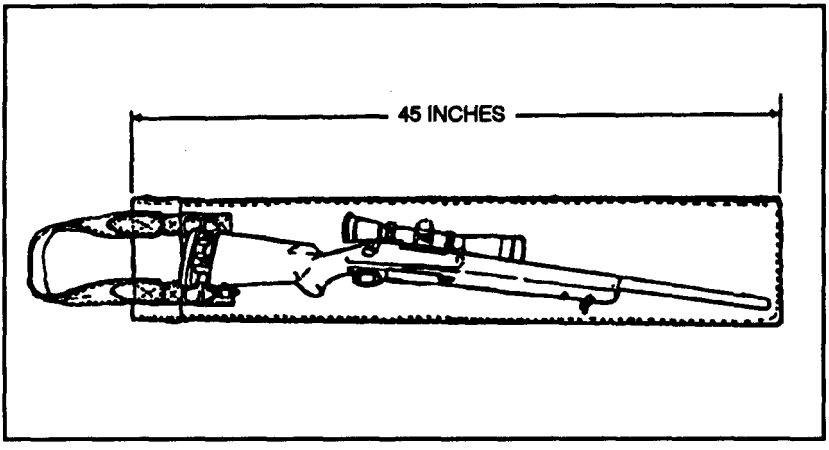

Figure 4-2. Drag bag.
(1) ***Rifles.*** The sniper weapon system and the M16/M203 should also. be camouflaged to break up their outlines. The sniper weapon system can be carried in a "drag bag" (Figure 4-2), which is a rifle case made of canvas and covered with garnish similar to the ghillie suit.